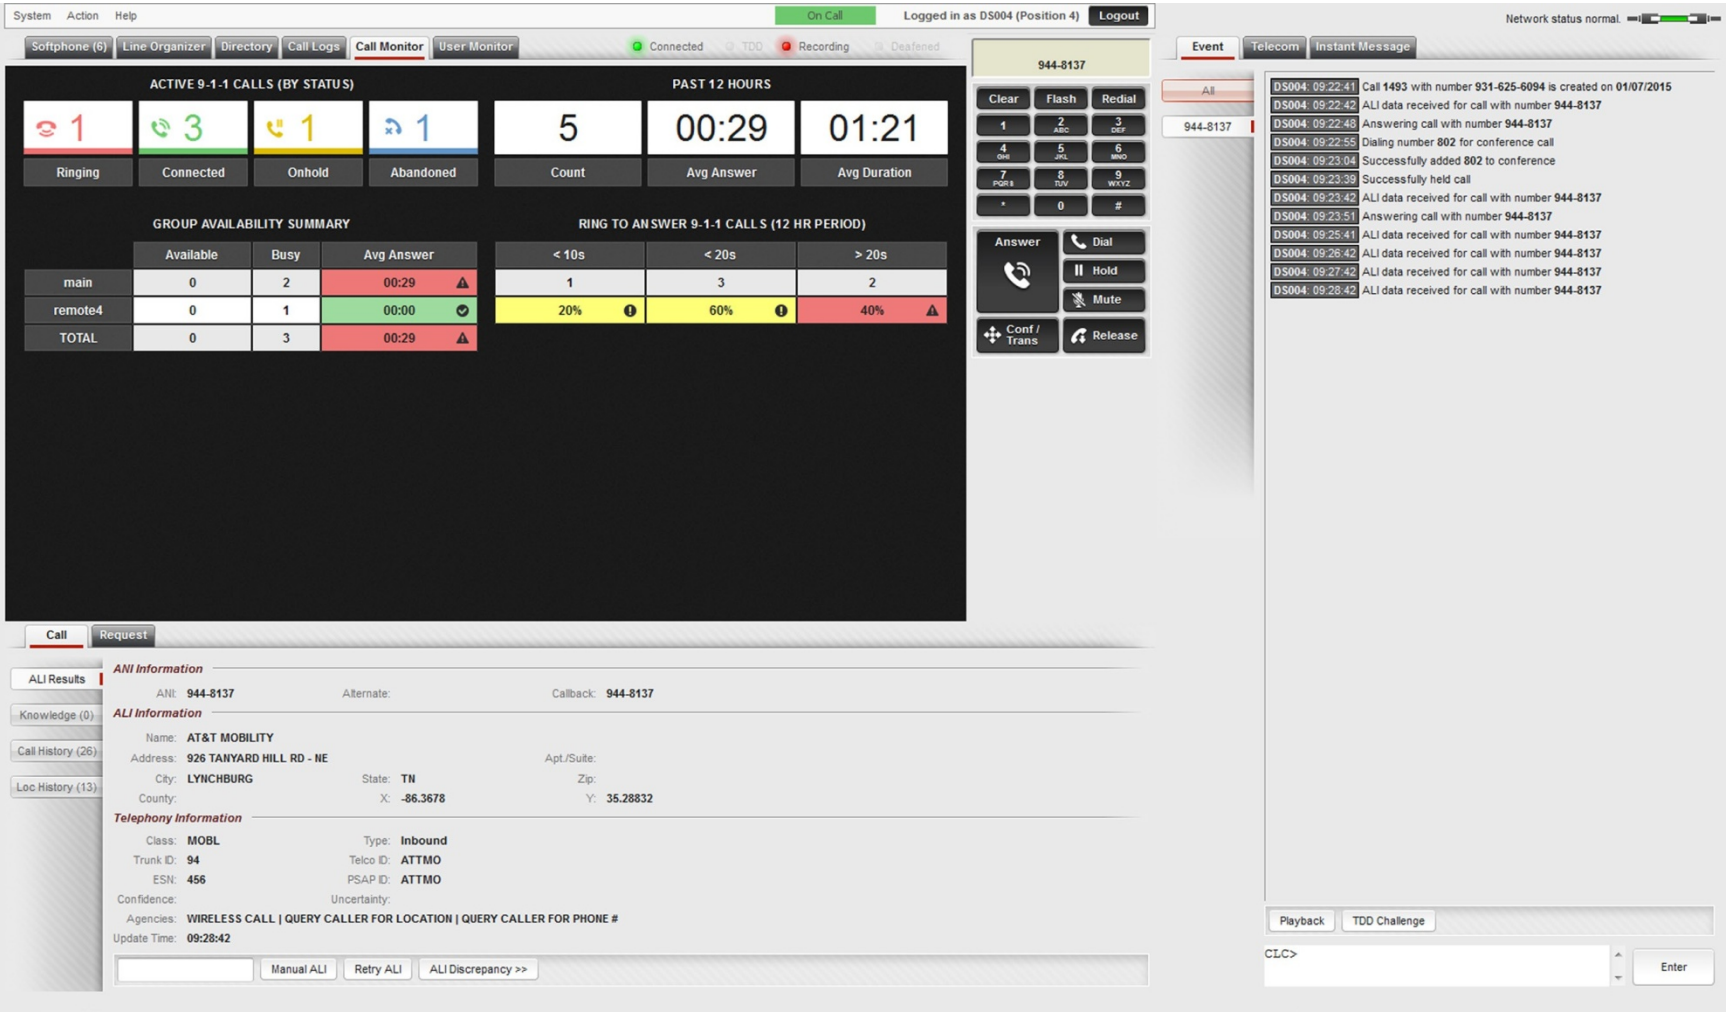

Figure 2-11: CallStation Call Monitor
- **Call Monitor** - The Call Monitor tab displays detailed information such as call counts by status, average call answer time and duration, user status, and more. Figure 2-11 displays the Call Monitor.